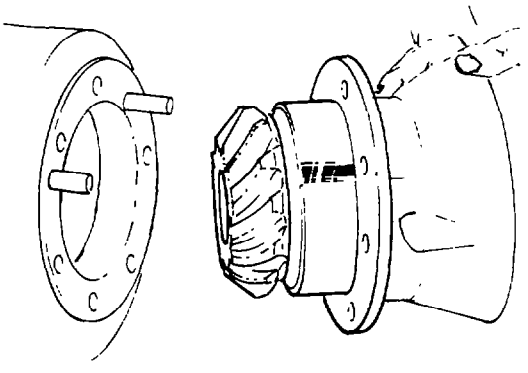

Fig. 272 — Removing Bevel Pinion Housing
l. Using two 5/8 in. — 11 UNC bolts, remove the bevel pinion housing (see fig. 272) by inserting the bolts in the threaded holes in the pinion housing and turning the bolts evenly and alternately. Wire the shims together and tag for re-use at reassembly.